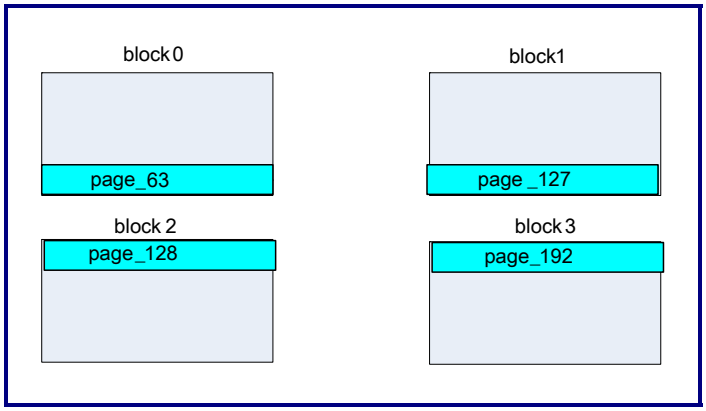

**Figure 21-23. 2-plane Write 4 Pages Cross Block**
- Example: As shown in Figure 21-23, block size = 64 pages. If users issue a 2-plane page write command to write four pages from page 63. This command will not be finished correctly by the host controller. Users must issue two commands; the 2-plane page writes to write two pages from page 63. Another command is from page 128.